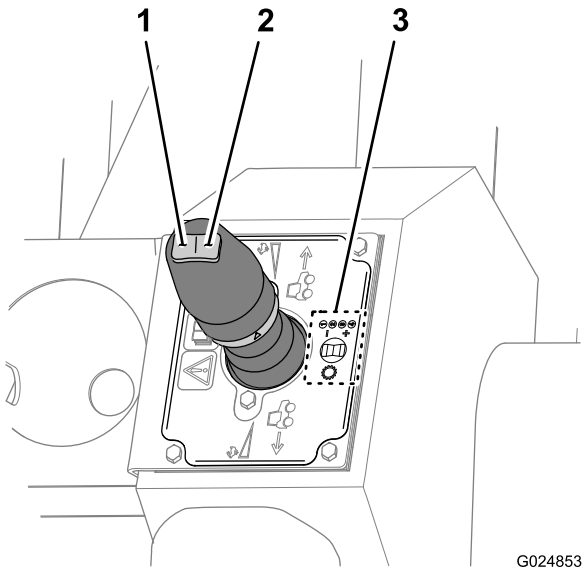

Figura 48
- Para seleccionar una marcha más alta, pulse el botón Subir marcha (derecho) del interruptor basculante (Figura 48).
- Para seleccionar una marcha más baja, pulse el botón Bajar marcha (izquierdo) del interruptor basculante (Figura 48).